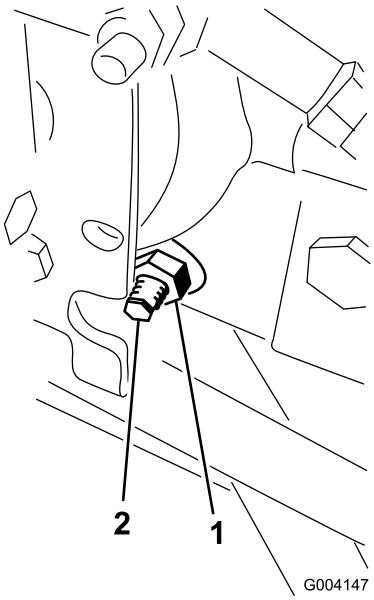

Figuur 59
3. Draai de borgmoer op de afstelnok van de tractie, rechts van de hydrostaat, los (Figuur 59).